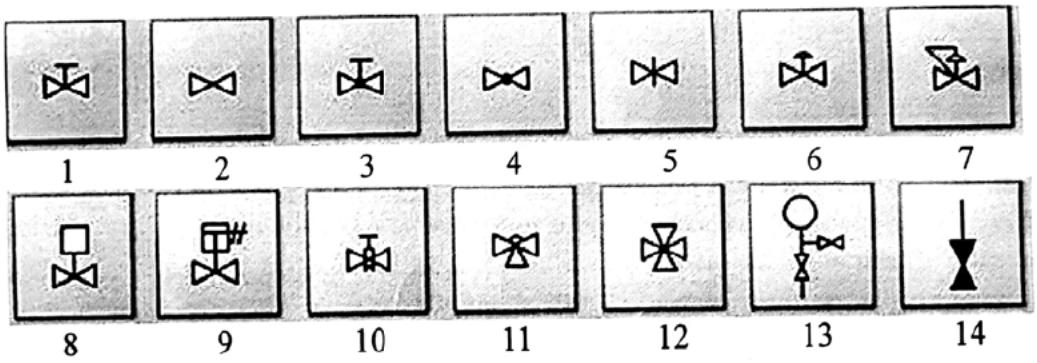

Figure 1
a. Name the symbols shown in Figure 1 (7)